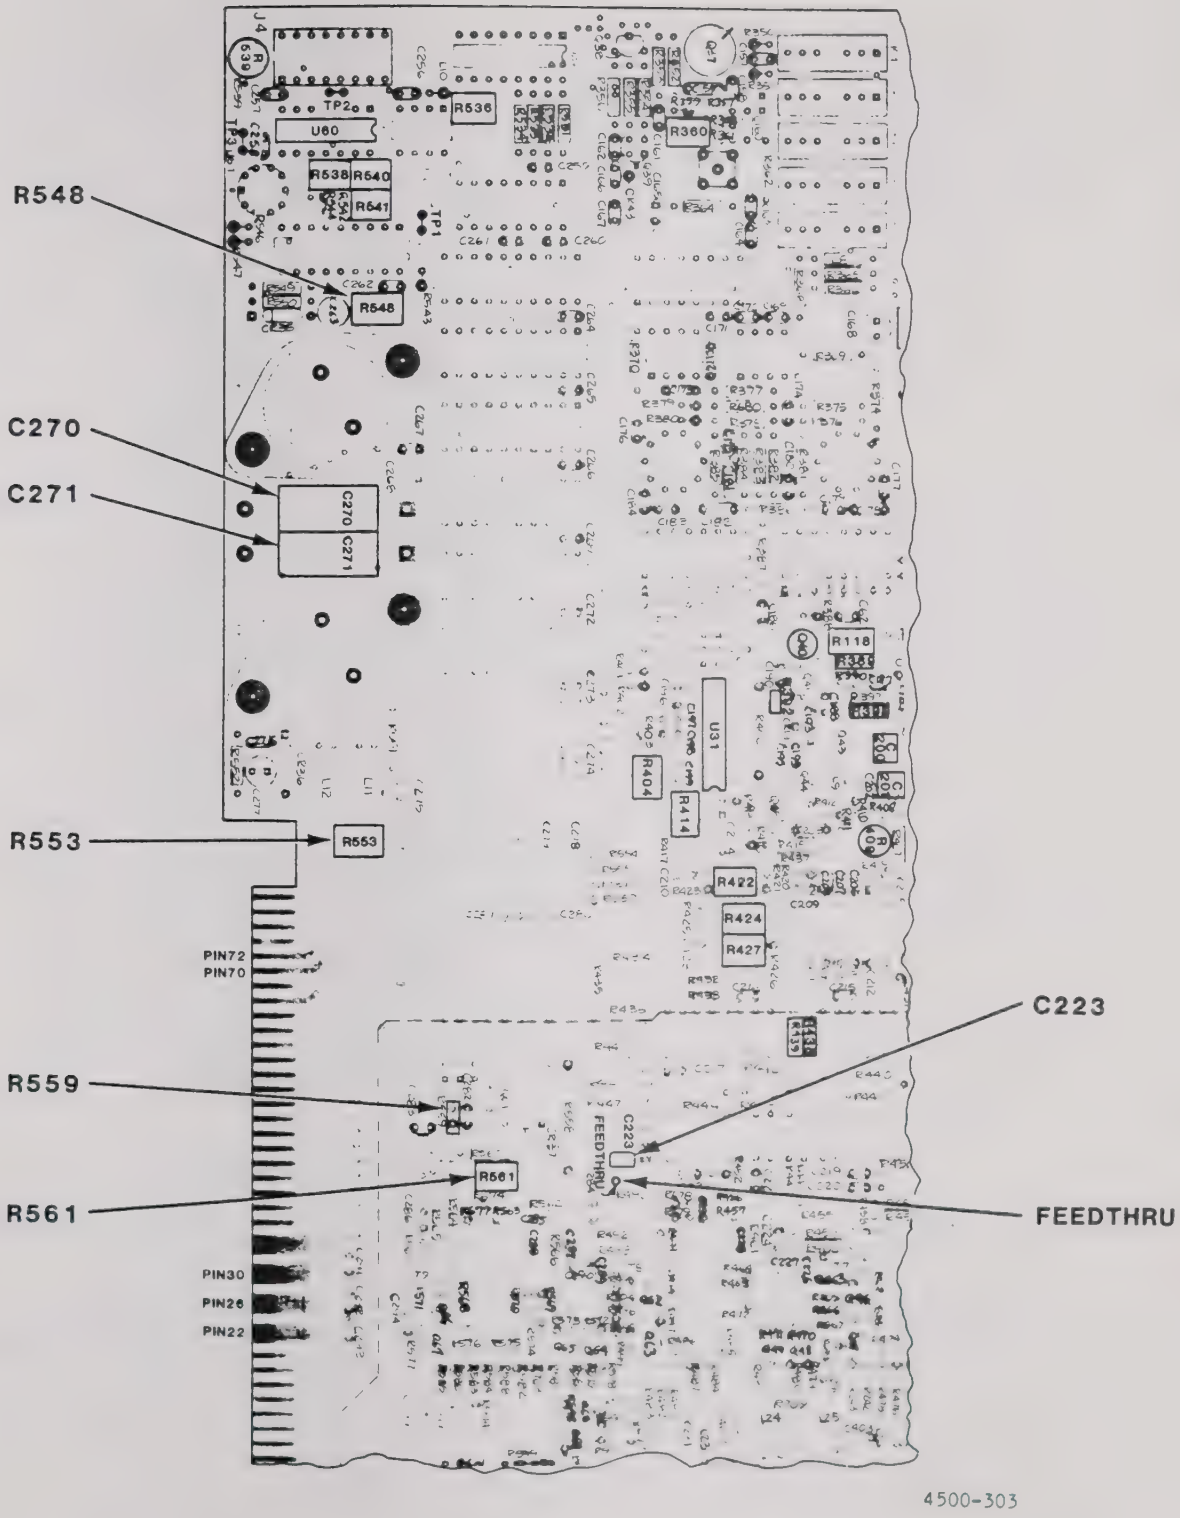
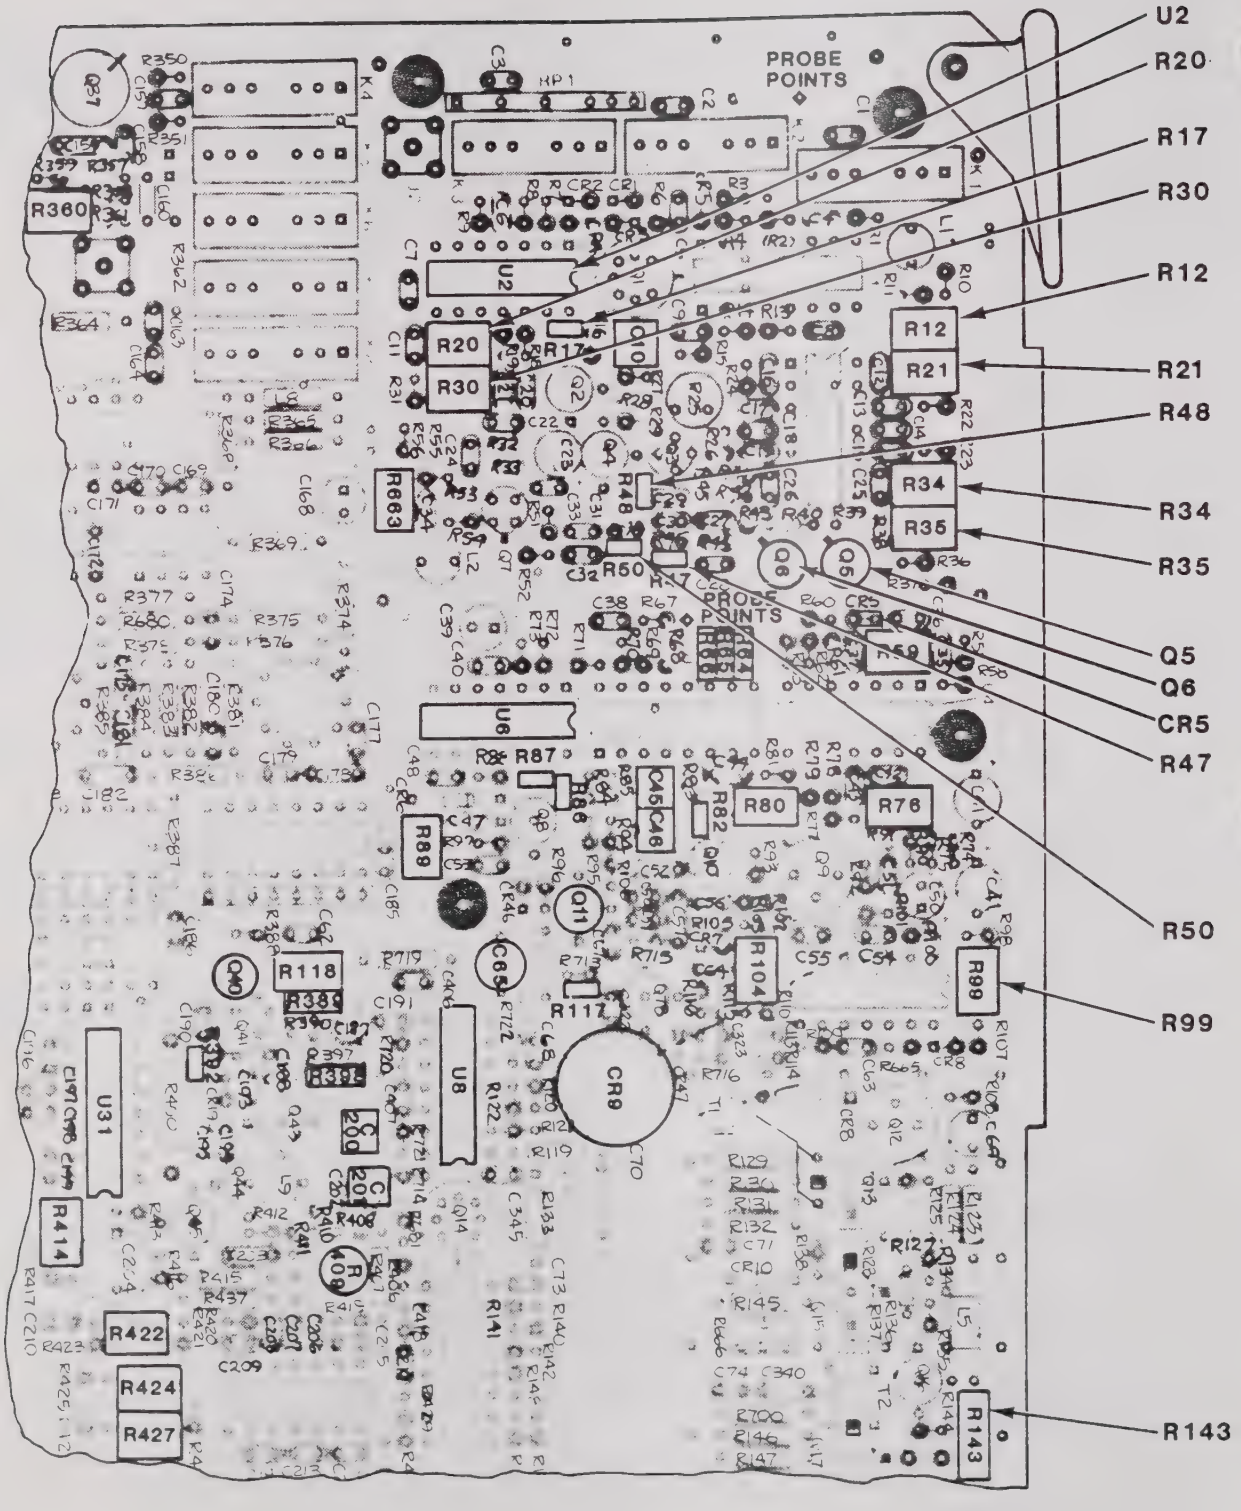
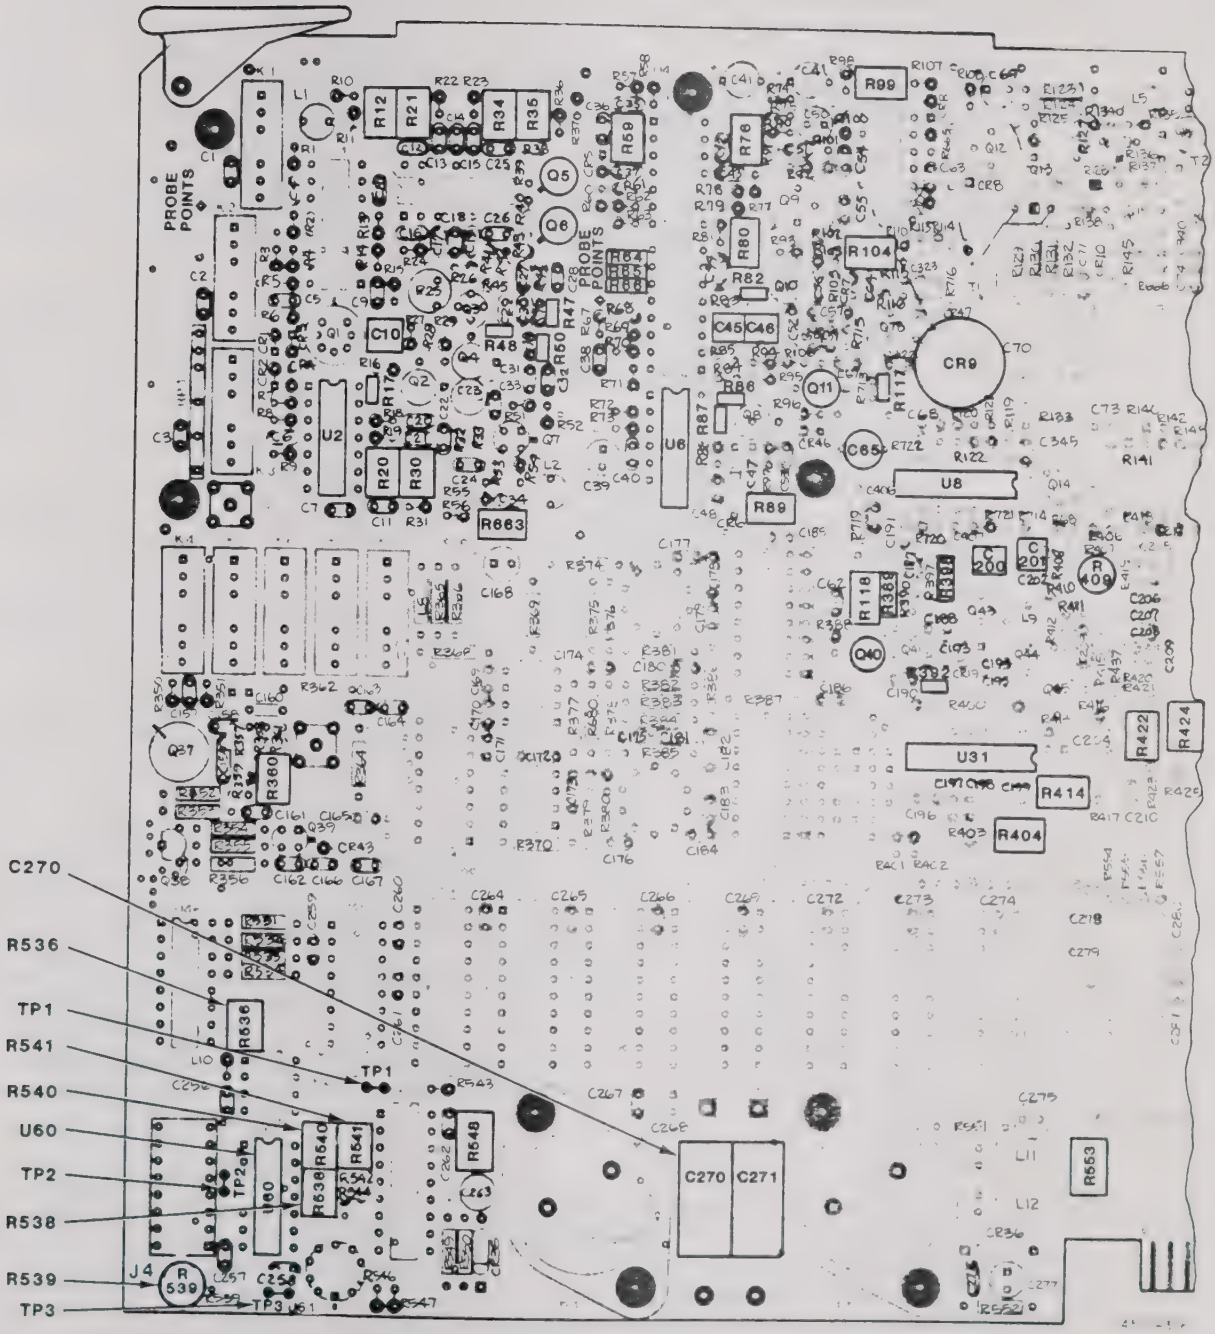

Figure 4-2. Power Supply Adjustment Test Points
Figure 4-4. Test Point Locations
Figure 4-5. Offset and CAL DAC Adjustment Test Points
See Figure 4-2 for test and adjustment locations used in the following steps.
7. In this step several critical voltages are measured but there are no adjustments to be performed. If the measured values are not within the tolerances specified, a circuit problem is evident and must be repaired for proper operation. Probe the top of R205. The measured voltage must be +11.5 +/-0.4 V. Probe the outside end of R559. See Figure 4-2. The measured voltage must be +6.0 +/-0.3 V. Probe the outside end of CR5. See Figure 4-4. The measured voltage must be -8.8 +/-0.3 V.
See Figure 4-5 for test and adjustment locations used in the following steps.
See Figure 4-4 for test and adjustment locations used in the following steps.
14. Place the probe ground on the top of C270. See Figure 4-5. Set the DIP switch on the MPU to 7F by closing switch number 8 and opening switches 1 through 7. Press the RESET switch next to the DIP switch.
15. Probe the emitter of Q6. See Figure 4-4. Adjust R21 for +7.180 V +/-10 mV.
19. Move probe ground on the top of C270. See Figure 4-5. Probe the outside end of R50. See Figure 4-4. Adjust R35 for +3.960 V +/-1 mV.
24. Connect the DVM probe ground to the top of C270. See Figure 4-5. Probe the left side (negative side) of C65. Note that on an ETCH A board it may be difficult to reach the left side of C65. In this event, use the outside end of R82, which is the same circuit point. Adjust R80 for -5.760 V +/-10 mV.
27. Place probe ground on the top end of C270. See Figure 4-5. On an ETCH C board, probe the outside end of R117. On an ETCH A board, probe the COLLECTOR (right side) of Q11. Adjust R76 for -1.200 V +/-1 mV.
Initial settings of all pots must be performed using a DVM. Connect DVM probe ground to the top of C270. See Figure 4-5. Connect the probe to U40 pin 6. Adjust R181 to obtain +0.2 +/-0.1 V. Connect the probe to U40 pin 5. Adjust R180 to obtain +1.1 +/-0.1 V. Next probe across (with the probe ground on one end and the probe tip on the other end) the resistors, adjust the pots, and obtain the voltages shown in the following table.
Connect the DVM probe ground to the top of C270. See Figure 4-5. Probe the left sides of the capacitors, adjust the pots, and obtain the voltages shown in the following table.